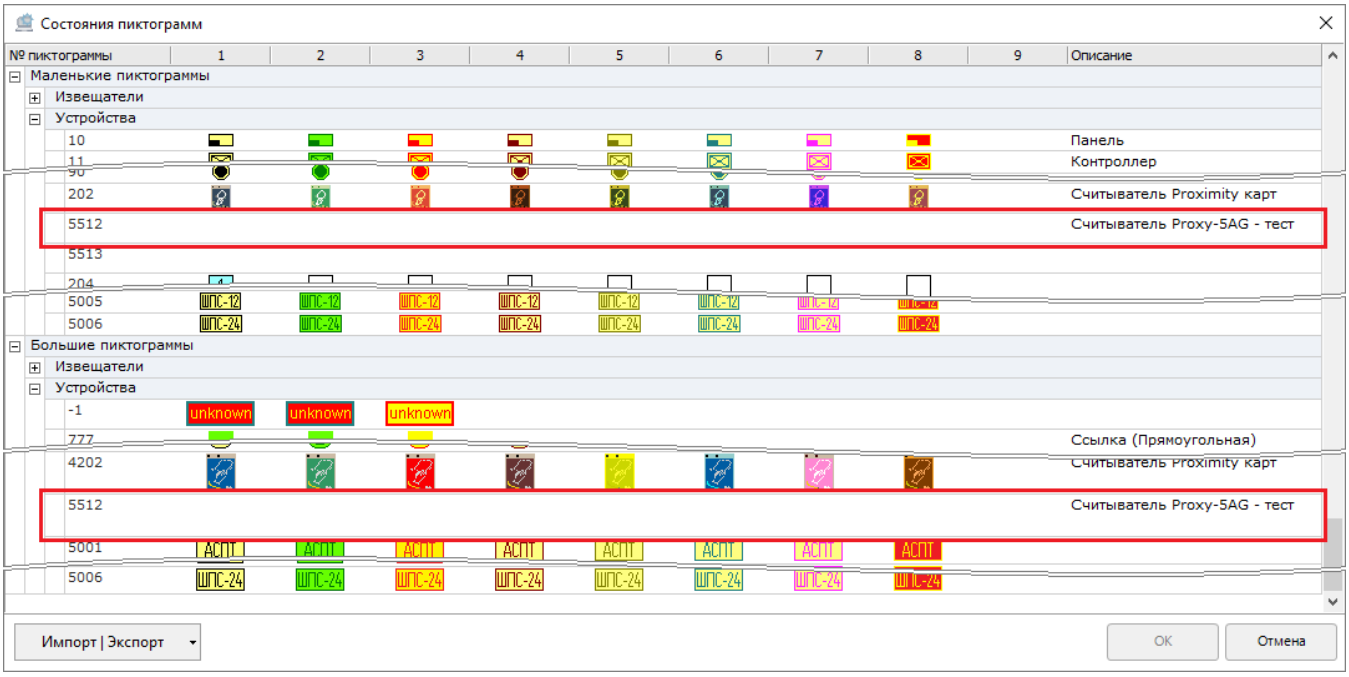

Рисунок 6-510 Строки созданного пользовательского вида пиктограмм для маленьких и больших пиктограмм
– строки созданного пользовательского вида пиктограмм для маленьких и больших пиктограмм (в соответствии с заданными параметрами пиктограмм, см. п. 6.3.4.1.3.8.2.3.5) появятся в окне редактора «Состояния пиктограмм» (см. Рисунок 6-510).